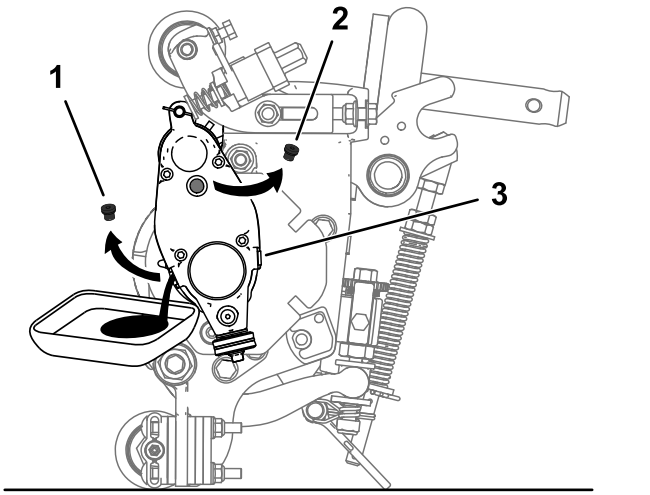

图25
5. 将滚刀组向后倾斜到支撑架上直至排油口转向底面确保完全排净图25。